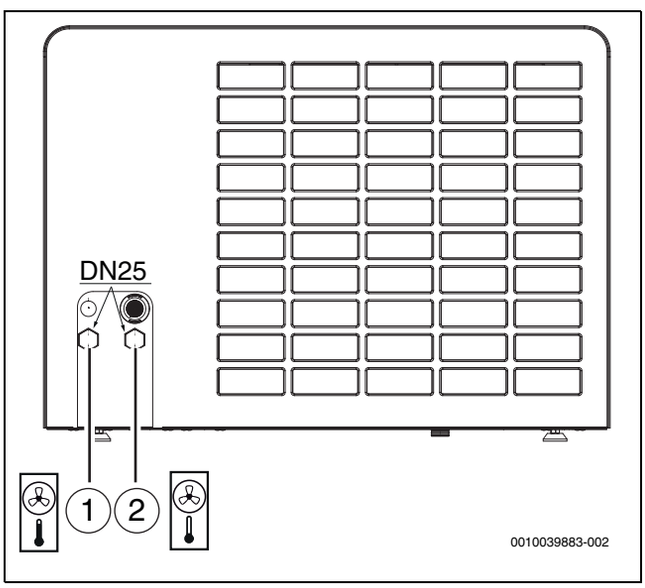

Bild 26 Anschlüsse der Wärmeträgerrohre; Beschreibung gilt für alle Größen
- Vorlaufleitung zur Inneneinheit an den Wärmeträgerausgang anschließen (→ [1], Abbildung 26).
- Rücklaufleitung von der Inneneinheit an den Wärmeträgereingang anschließen (→ [2], Abbildung 26).